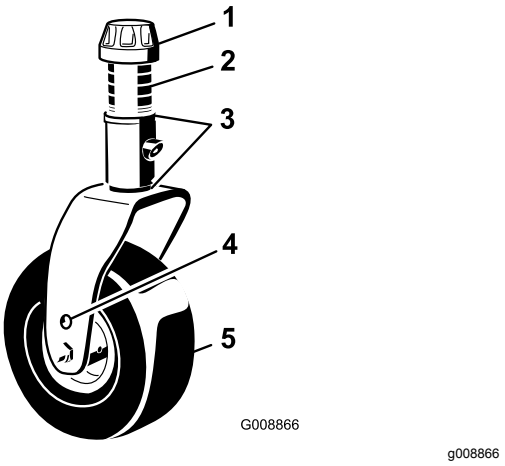

Figuur 83
1. Verwijder het klemkapje van de spilas en schuif de as uit de zwenkwielarm (Figuur 83).